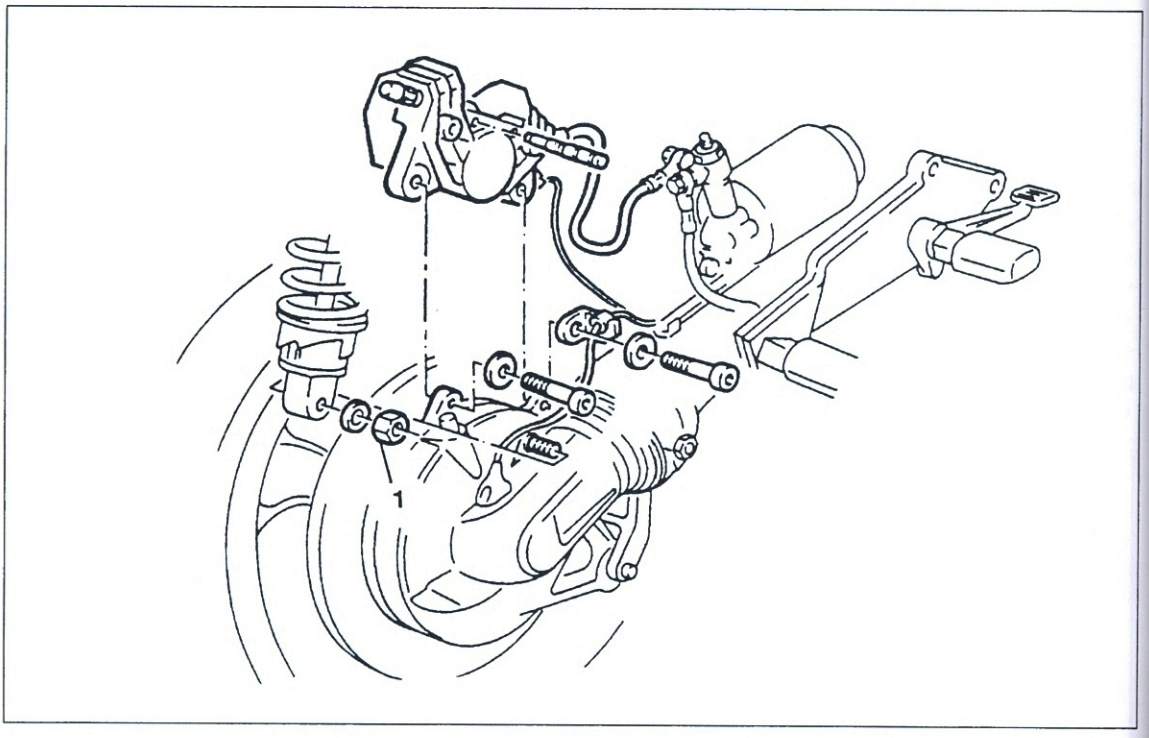

Bild 196
● Untere Federbeinbefestigung ① Bild 196 lösen und Federbein vom Stehbolzen abziehen. Tip: Mit etwas Gefühl können Sattelbefestigungsschrauben bei montiertem Federbein ausgedreht werden.